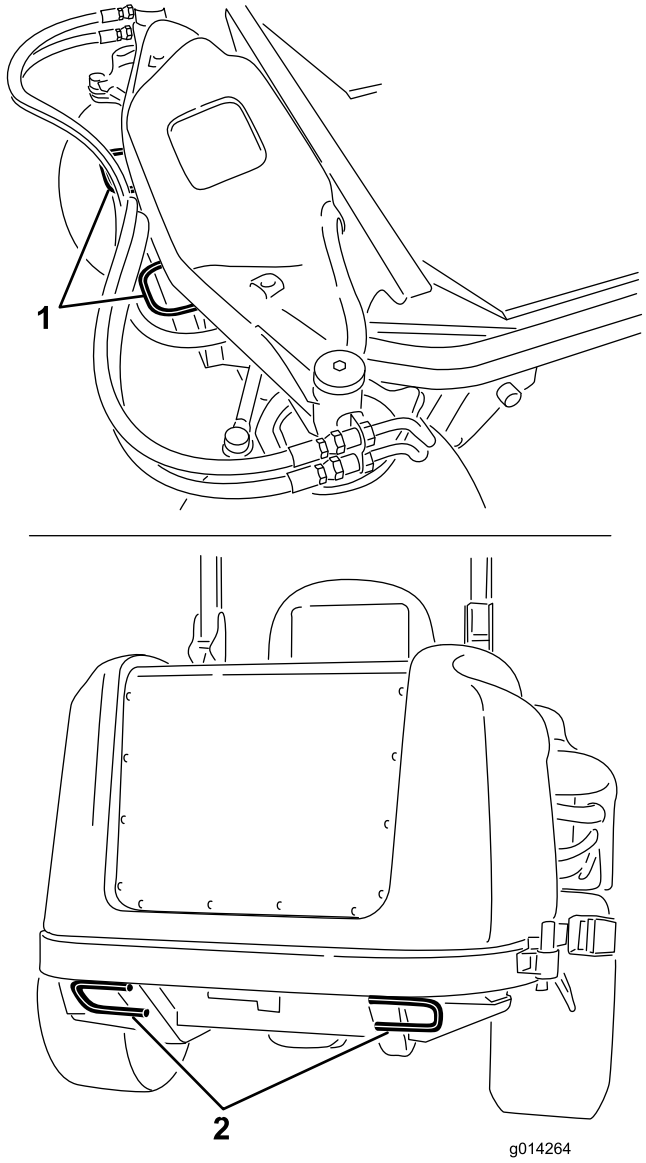

Figur 30
- Fäst maskinen ordentlig till släpet eller lastbilen med remmar, kedjor, kablar eller rep så som krävs enligt lokala trafikföreskrifter där du är (Figur 30).